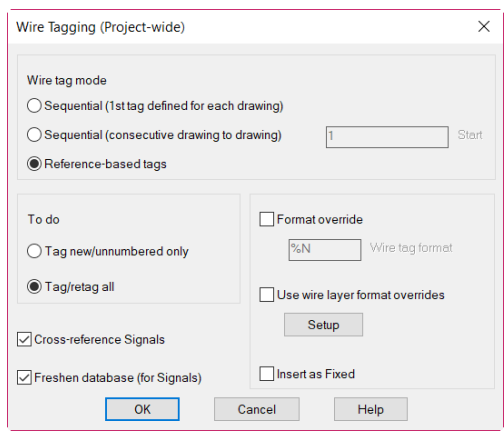

Figure 6-60 *The* ***Wire Tagging (Project-wide)*** *dialog box*
3. Select the **Format override** check box and then enter **%N%S** in the edit box below it, refer to Figure 6-60. Next, choose the **OK** button from the **Wire Tagging (Project-wide)**dialog box to close it.